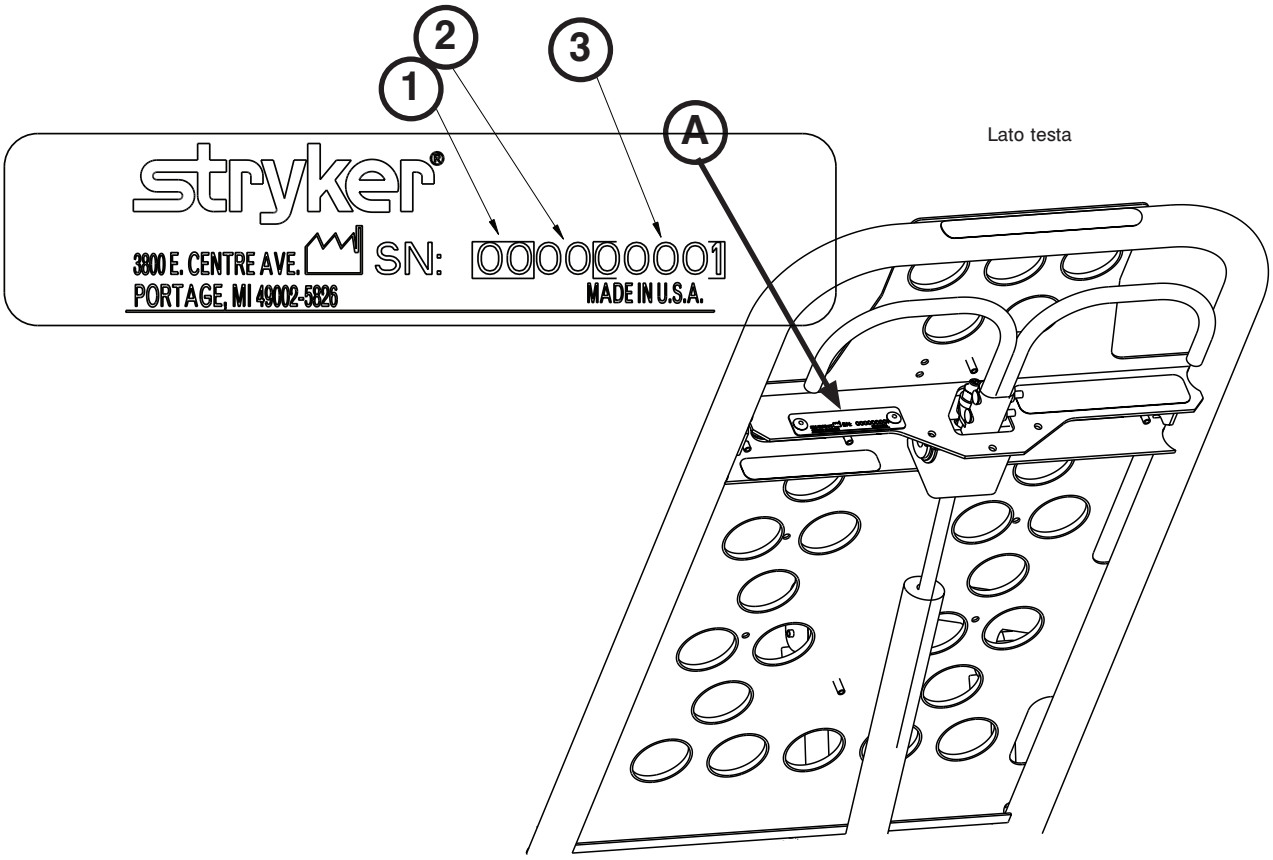

Figura 1
Prima di chiamare l'assistenza clienti o l'assistenza tecnica Stryker, accertarsi di disporre del numero di serie (A) del prodotto Stryker in dotazione (indicato in Figura 1). Il numero di serie del prodotto va indicato in tutte le comunicazioni per iscritto.
Vedere la Figura 1 e la seguente chiave per ulteriori informazioni sul numero di serie: